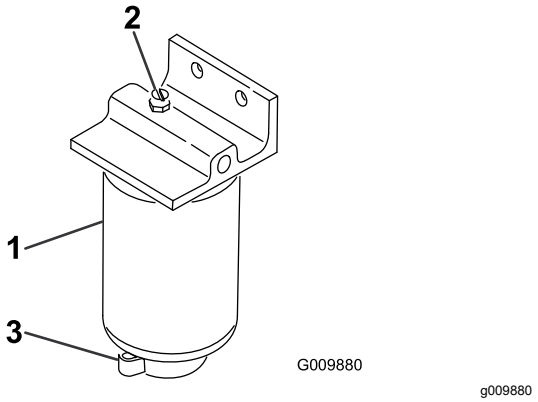

Figur 57
2. Løsne tappeventilen på bunnen av filterboksen (Figur 57).
1. Rengjør området der filterboksen skal festes (Figur 57).